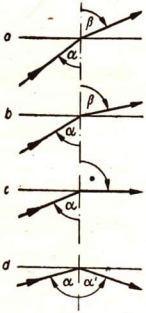

Abb. 156/1
2. Die Totalreflexion. Blickt man von unten schräg gegen die Wasseroberfläche eines Aquariums, so scheinen über dem Wasserspiegel sich ebenfalls Fische zu befinden. Der Wasserspiegel wirkt hier tatsächlich wie ein Spiegel. Ursache dieser Erscheinung sind die Besonderheiten beim Übergang eines Lichtstrahls *vom optisch dichten zum optisch dünnen Medium*. Der Brechungswinkel ist hierbei stets größer als der Einfallswinkel. Vergrößert man den Einfallswinkel nach und nach, so ergibt sich bei einem ganz bestimmten Einfallswinkel, dem *Grenzwinkel* $\alpha = \alpha_G$, ein Brechungswinkel von 90° (Abb. 156/1). Wird er überschritten, dann erfolgt keine Brechung mehr. Bei dieser quantitativen Veränderung einer Größe, nämlich des Einfallswinkels, tritt eine neue Qualität auf: *das gesamte Licht wird reflektiert*. Es tritt *vollständige* oder *totale Reflexion* ein. Der Grenzwinkel α_G ergibt sich aus der Beziehung